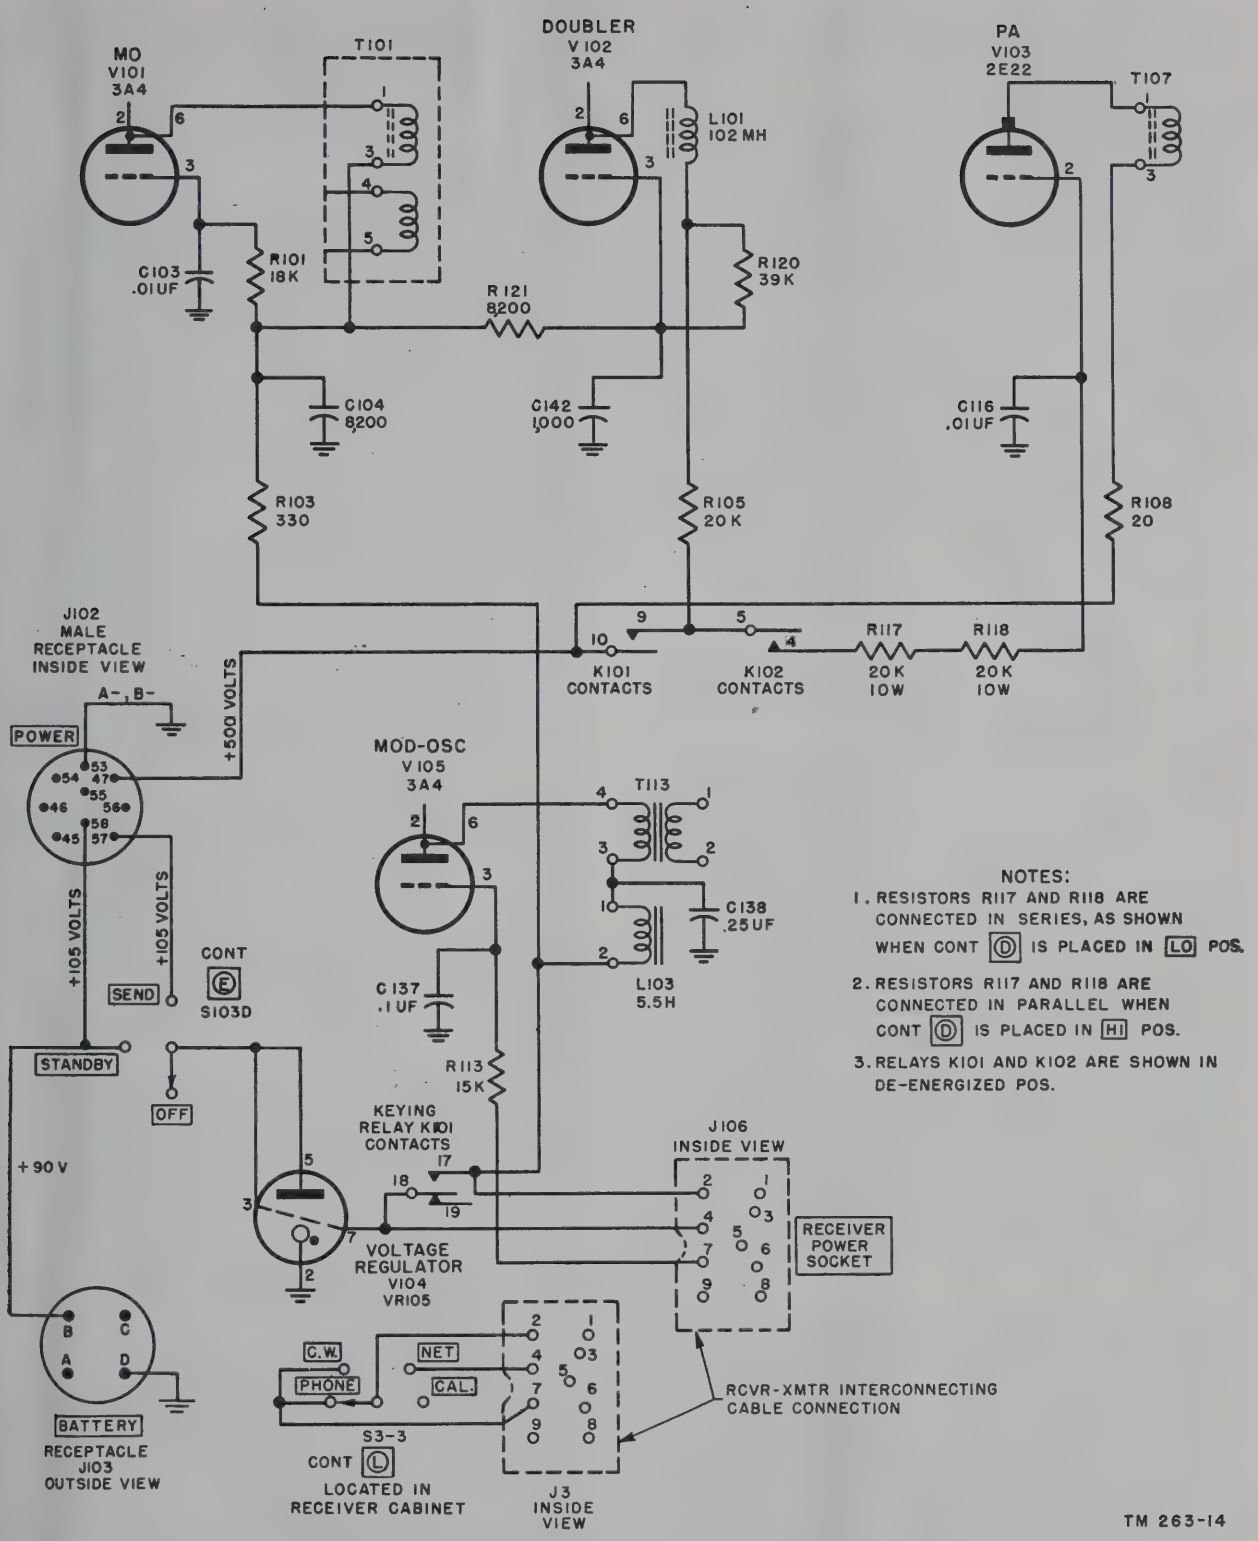

Figure 91. Transmitter plate and screen circuits.
b. When transmitting cw or mcw, the modulator tube operates as an audio oscillator to furnish the sidetone (par. 112*d* and *e*). A small portion of this power is transmitted to the headset. The keying relay interrupts the plate voltage of the modulator tube, and, at the same time, it interrupts the plate circuit of the master oscillator and the screen circuit of the power amplifier (fig. 91). The relay thus keys the sidetone oscillator in synchronism with the transmitted signals.
(1) In the PHONE and C.W. positions, switch section S3–3 permits the application of screen grid voltage to V105 through terminals 7 and 2 of J3 and J106 and contacts 17 and 18 of relay K101. These positions allow V105 to operate as an amplifier or oscillator in either the PHONE, MCW, or CW position of control Ⓓ (par. 58).
(2) In the NET or CAL. positions, switch section S3–3 opens the screen grid
117. Transmitter Plate and Screen Circuits (fig. 91)
118. Net Operation (fig. 91)
f. Plate and screen voltages are applied to the master oscillator and doubler stages (fig. 91) are controlled by K101. Contacts 17 and 18 close, connecting the plates and screens to the power line through pin 7 of voltage regulator tube V104 (fig. 67).
d. In the SEND position of control Ⓔ (fig. 94), the +105 volts is fed from pin 57 on J102, through switch section S103D, to VR104, and then to the plates and screens of all of the tubes in the receiver-transmitter except pa tube V103 (fig. 91). When control Ⓔ is in the STANDBY position, pin 33 on 240 is not connected to anything, therefore low voltage (+105 volts) cannot be fed to the receiver-transmitter. To use the generator power supply when control Ⓔ is in the STANDBY position, Battery BA–48 must be used also.